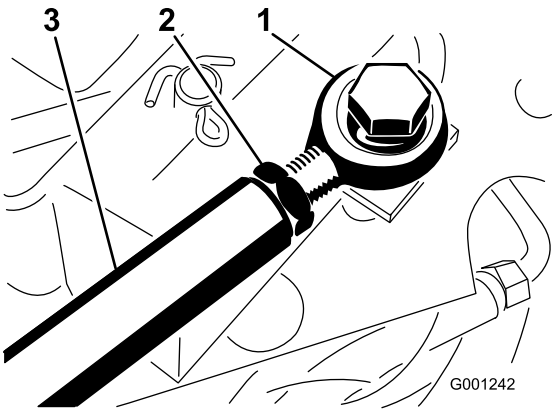

Figuur 68
3. Als de pedaalaanslag nog verder moet worden afgesteld, moet u de tractiestang (Figuur 68) als volgt afstellen: